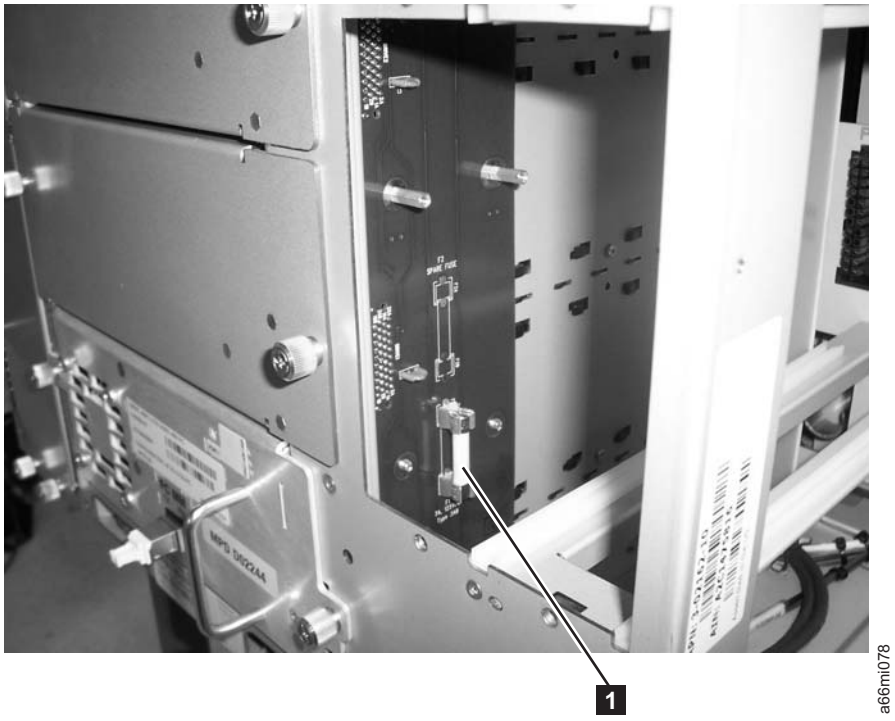

Figure 7-146. Drive power overload fuse
4. Using a fuse puller, gently remove the blown fuse (**1** in Figure 7-146).